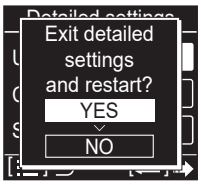

Fig. 7-6-10
(6) If the ☰ button is pressed under the display Step (3), the following display (Detailed setting-end screen) appears. (Fig. 7-6-10)